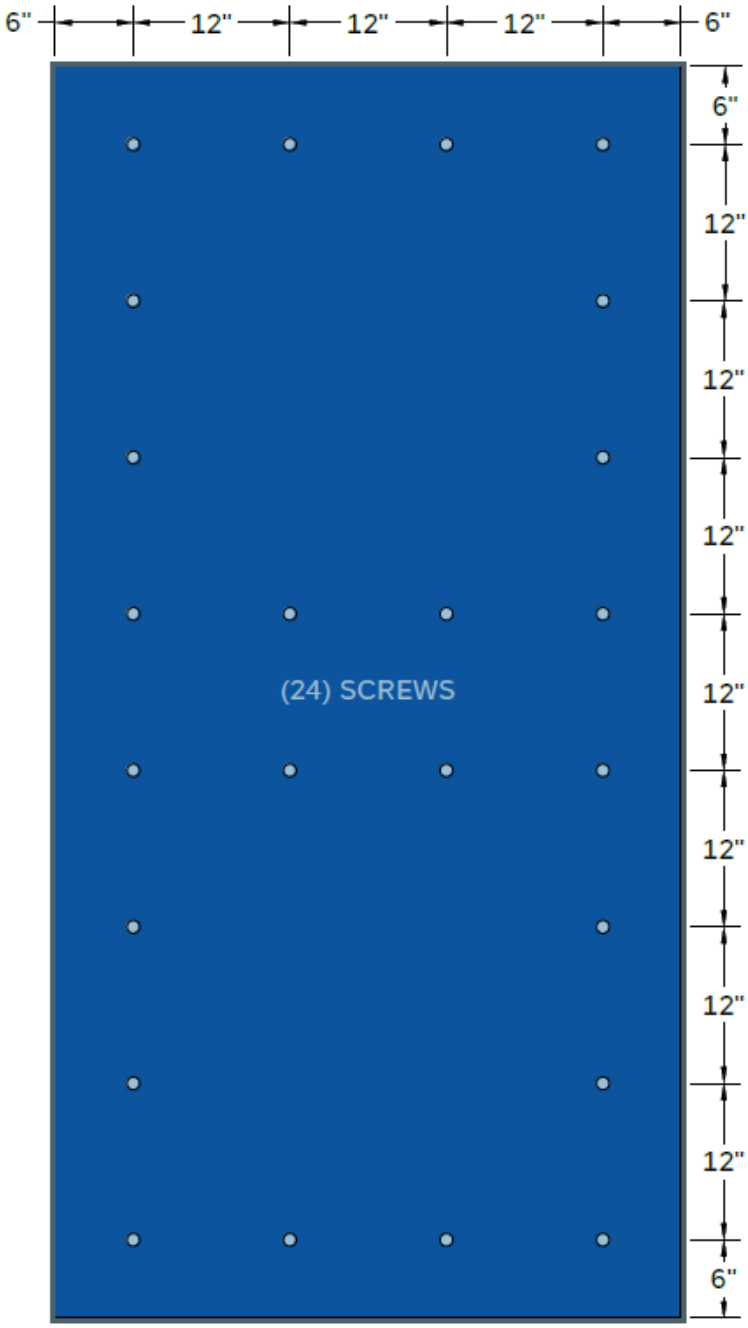
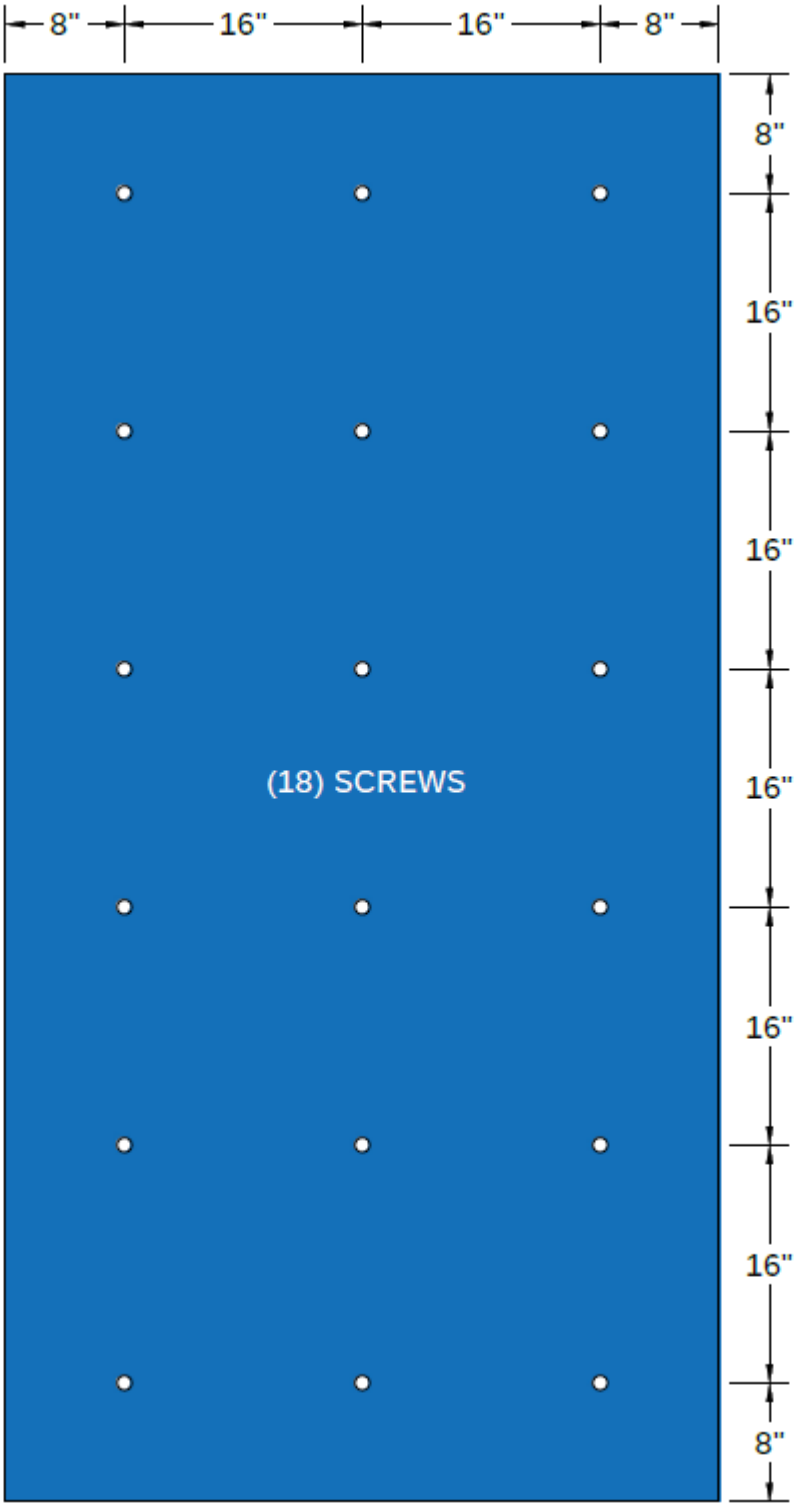

Figure 5 - Allura® and TerraPlank™ Panel Commercial Pattern "A"
Figure 6 - Allura® and TerraPlank™ Panel Commercial Pattern "B"
2. For Commercial Pattern A see Figure 5. For Commercial Pattern B see Figure 6. For 3-4-10 Pattern see Figure 7.
6. V = Basic design wind speed (mph) per ASCE 7-22 or 2024 IBC Figures 1609.3(1) through 1609.3(4).